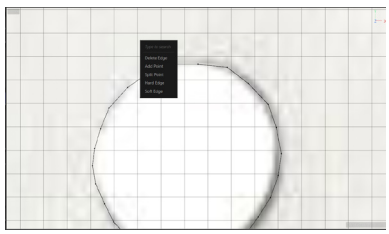

Figure 2-12 *The options in the shortcut menu displayed*
4. To edit the shape of *Spline*, right-click on the points one by one and choose the desired option from the shortcut menu displayed. To further edit the shape, right-click on the edges of *Spline* and choose the desired option to add points, modify the shape of the edges, and so on, refer to Figure 2-12. You can also use the **Spline Pen** tool to move and edit points on the line.